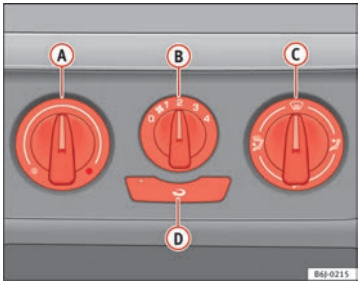

Fig. 90 Heating controls on the dash panel
– Using the controls (A) and (C) and with the switch (B) ⇒ fig. 90 you can adjust the temperature, the air distribution and the blower speed.
– Press the button (D) to switch air recirculation mode on or off. When the function is activated, a warning light on the button is turned on.